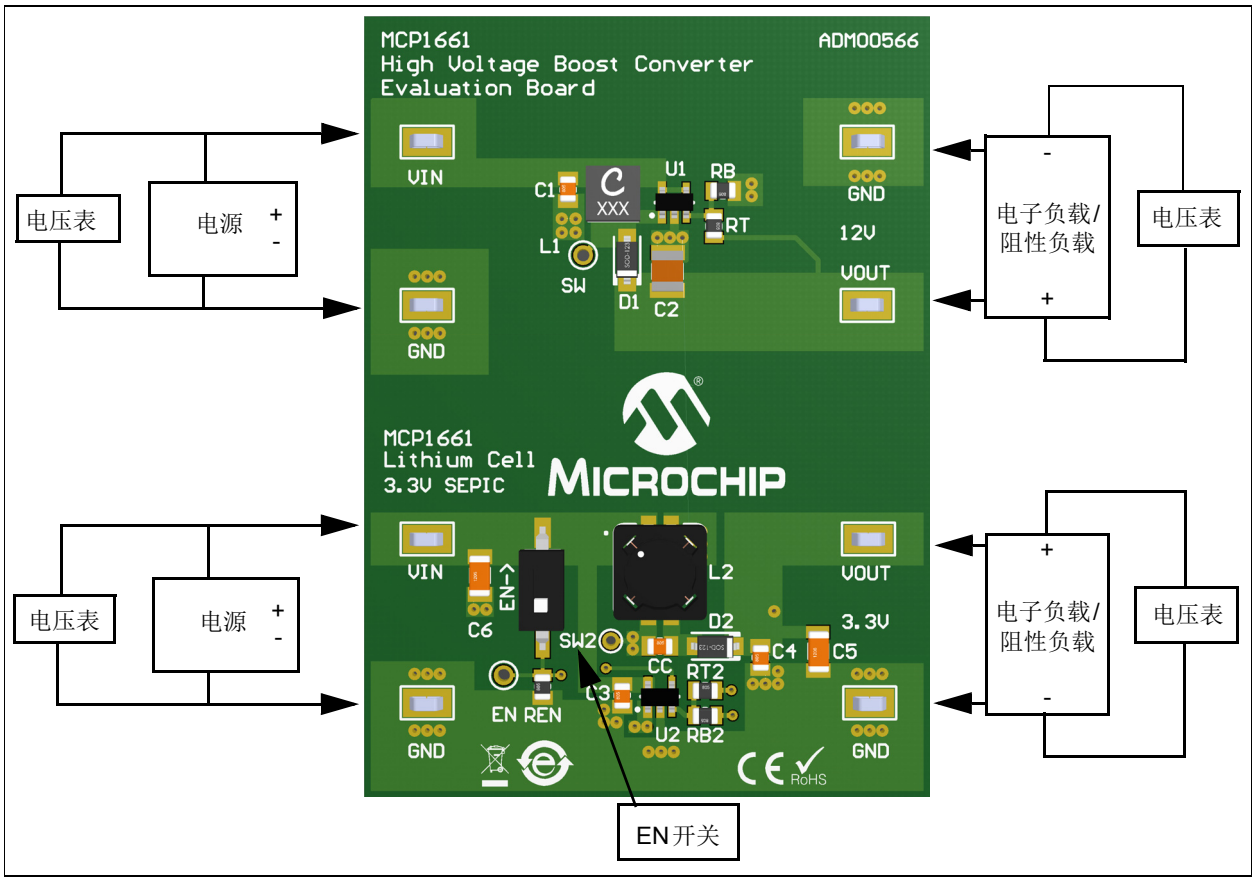

图2-4：　MCP1661 高电压升压转换器和SEPIC 转换器评估板设置
1. 按图2-4所示连接输入电源。输入电压不应高于5.5V。